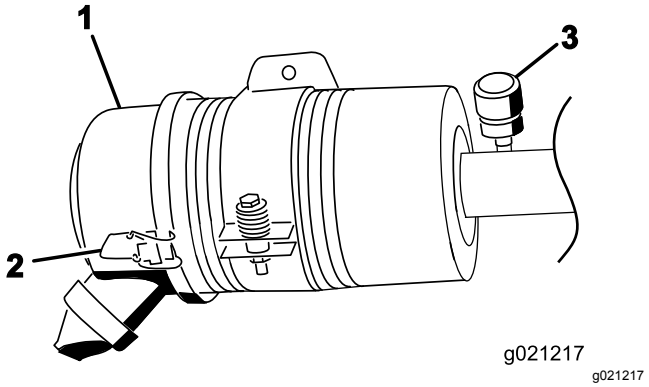

Figur 83
Utför service på luftrenarfiltret bara när serviceindikatorn anger att det krävs (Figur 83). Om du byter luftfiltret tidigare ökar det risken för att smuts kommer in i motorn när filtret tas bort.
3. Lossa spärrhakarna som fäster luftrenarkåpan på luftrenarhuset (Figur 83).